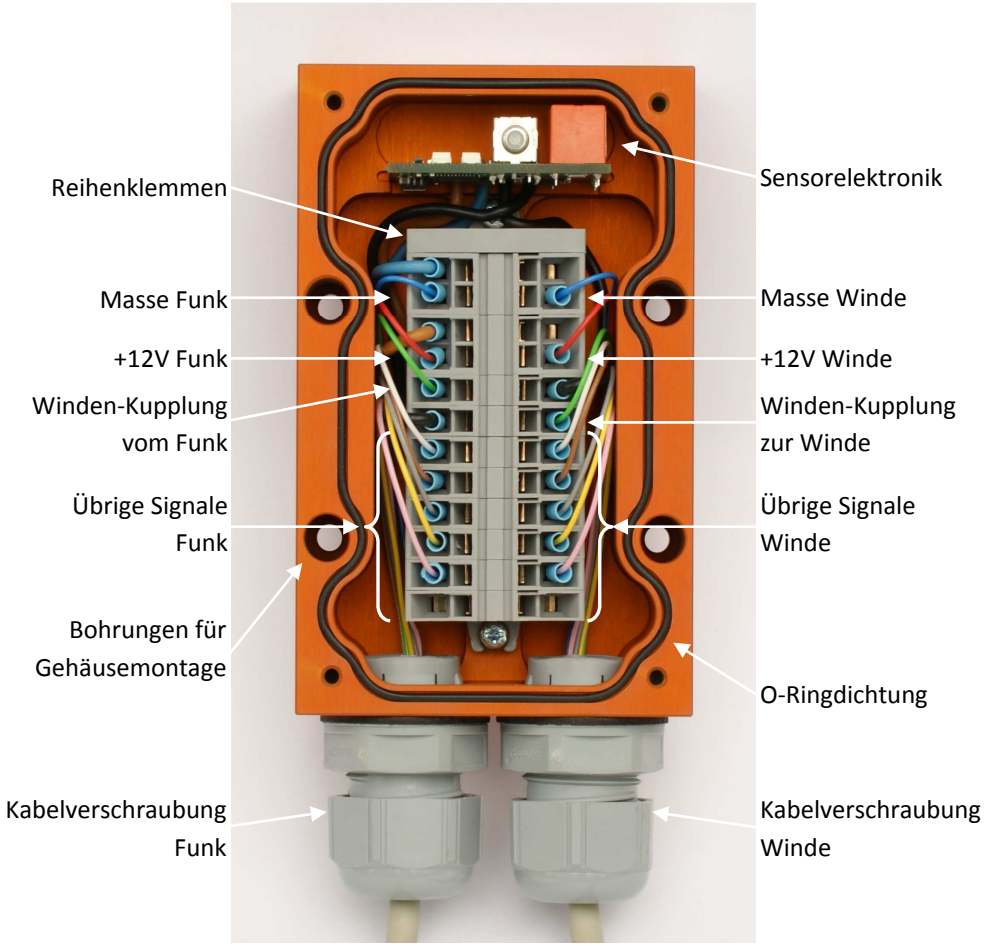

Abbildung 6: Klemmenbelegung des AKS 2515 UNI
- **Verkabelung** lt. Detailplan (siehe Abbildung 6)
Öffnen Sie das AKS 2515 UNI mit den vier Schrauben an der Vorderseite und Befestigen Sie das AKS 2515 UNI an einer geeigneten Stelle seitlich im Innenraum des Zugfahrzeuges mittels der mitgelieferten 3M DualLock™ Klettverschlüsse oder einer Schraubverbindung an den vorgesehenen Bohrungen im Gehäuse (siehe Abbildung 6). Ggf. kann das AKS 2515 UNI auch direkt auf dem Funkempfänger mittels 3M DualLock™ Klettverschlüsse montiert werden.
Vor dem Wiederaufsetzen des Deckels den korrekten Sitz der O-Ringdichtung kontrollieren (siehe Abbildung 6).